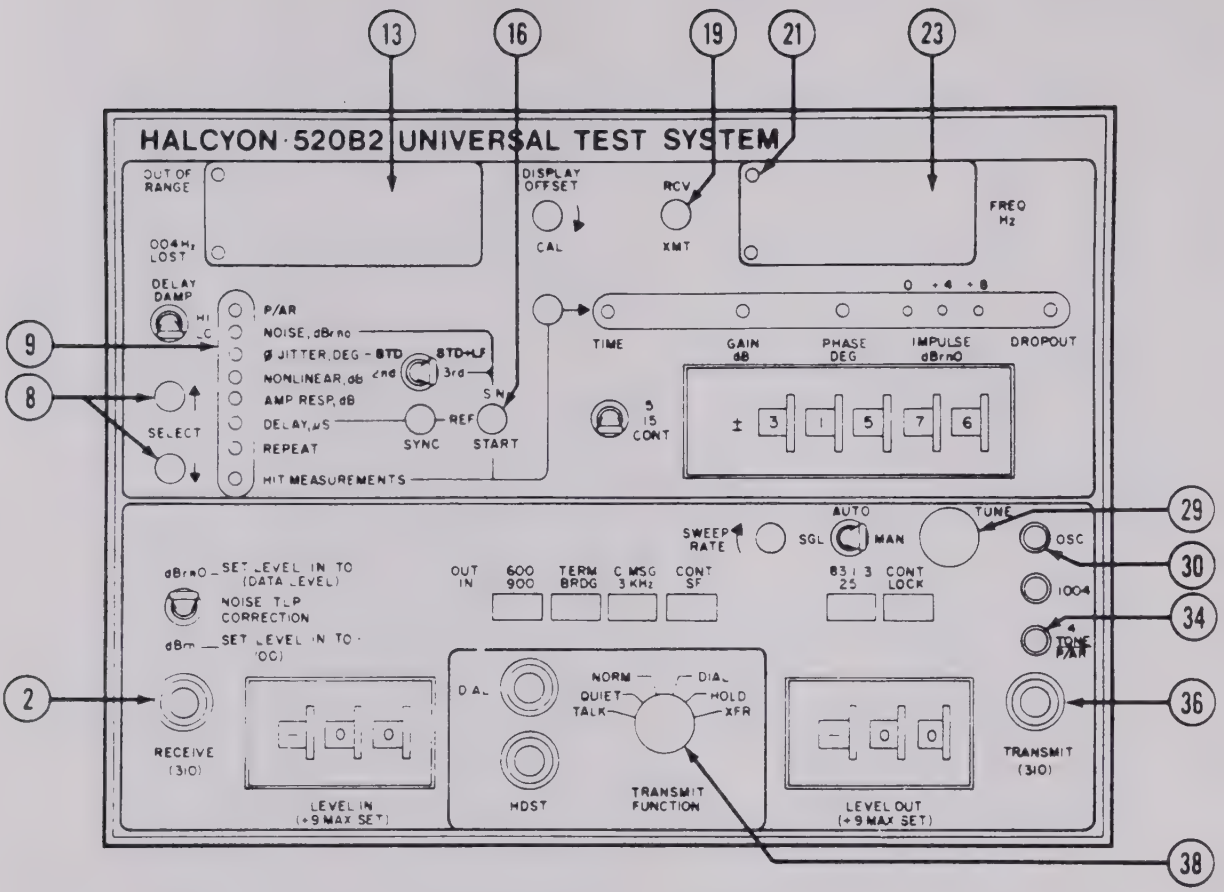

Figure 3-14. Delay Distortion and P/AR Measurement Controls
(4) Near-End to Far-End Measurements, 2-Wire Circuit with Auxiliary Return Circuit (Far End in Repeat Mode). (See figure 3-14.) This procedure is identical to the equivalent 4-wire circuit test, paragraph 3-5c(2), except for interface connections. The circuit under test is connected to the TRANSMIT jack (36) and the auxiliary return circuit is connected to the RECEIVE jack (2). At the far-end repeat unit, the transmit output should be connected to the return auxiliary circuit and the 2-wire circuit under test should be connected to the Repeat unit's receive jack.
(5) Far-End to Near-End Measurements, 2-Wire Circuit with Auxiliary Forward Circuit (Far End in Repeat Mode). (See figure 3-14.) This test is identical to the equivalent 4-wire test, paragraph 3-5c(3), except for interface connections. The circuit under test is connected to the RECEIVE jack (2) and the auxiliary circuit is connected to the TRANSMIT jack (36). At the far-end repeat unit, the 2-wire circuit under test should be connected to the transmit jack and the auxiliary circuit should be connected to the receive jack. If connections have already been made for the near-end to far-end arrangement per paragraph 3-5c(4), proper interconnection can be accomplished in both the far-end 520B2 repeat unit and the near-end 520B2 master unit by setting the TRANSMIT FUNCTION switch (38) in both units to XFR.
(1) Near-End to Far-End Measurements. (See figure 3-14.) The procedure for transmitting a P/AR test signal is as follows:
(2) Far-End to Near-End Measurements. (See figure 3-14.) The procedure for measuring the received P/AR signal is as follows: